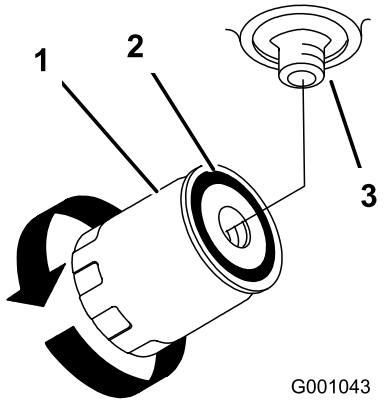

Figur 68
7. Påfør et tyndt lag på gummipakningen på det nye filter (Figur 68).
oliefilteret med uret, indtil gummipakningen berører filteradapteren. Stram dernæst filteret yderligere 1/2 omgang (Figur 68).